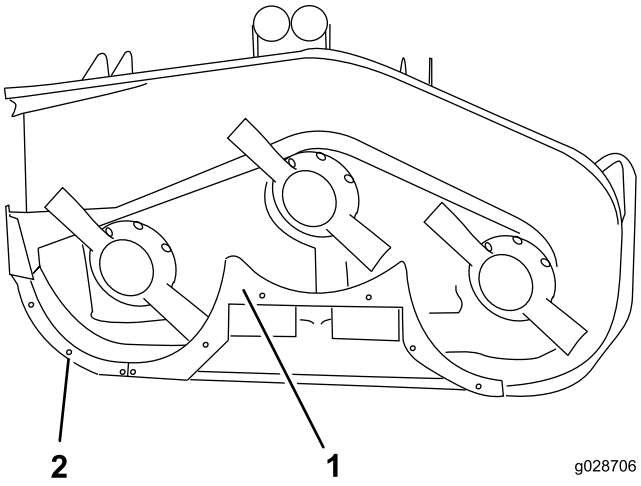

Figure 10
8. Position the rear shelf on the deck (Figure 10).
10. Mount the rear shelf to the deck with 4 capscrews (3/8–16 x 1 inch) and 4 lockwashers (Figure 10).
12. Secure baffle to edge of deck with 2 capscrews (1/4–20 x 3/4 inch) and 2 locknuts (Figure 10).
13. Align right shelf with end of center baffle and edge of deck (Figure 10).